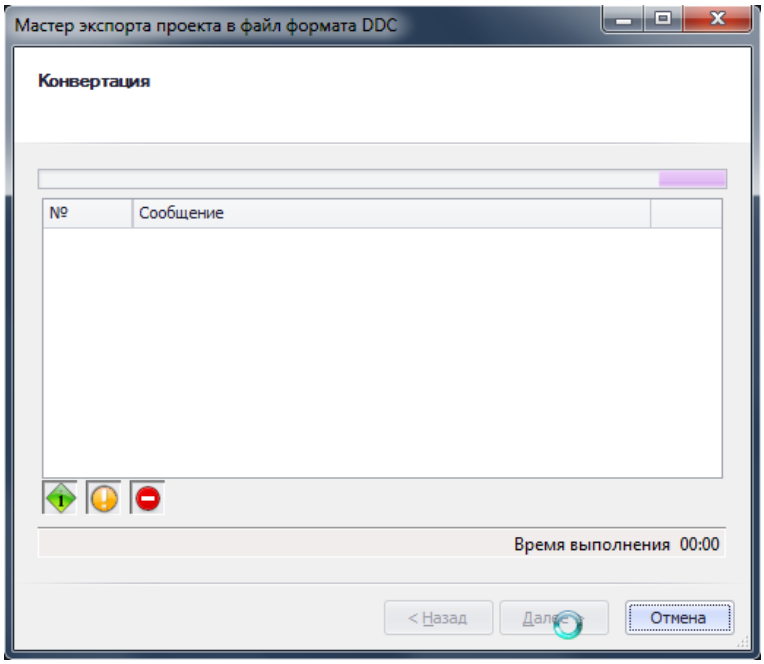

Рис. 375. Процесс экспорта
3. В следующем окне мастера отображается процесс экспорта, см. Рис. 375.